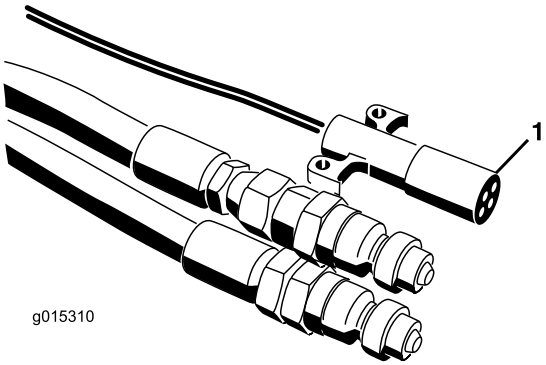
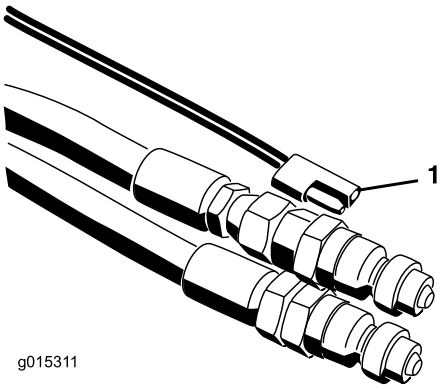

Figur 18
Figur 19
7. Koppla elkablaget till bogserfordonet (Figur 18 & Figur 19). På SH-modeller ska av-/på-kontrollen placeras inom räckhåll från förarsätet. Se till att brytaren är avstängd.